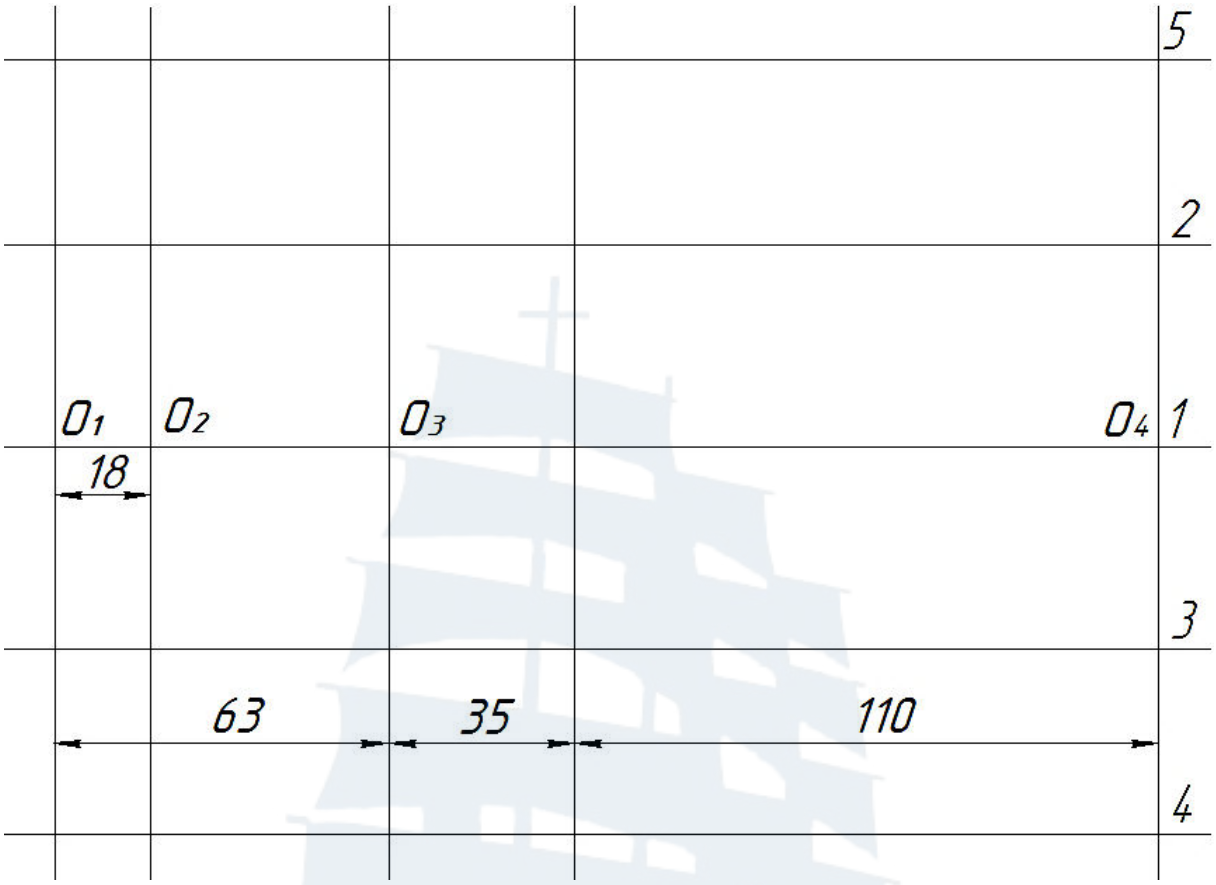

Рис. 121
2. Начертить вспомогательные вертикальные прямые, используя команду **Сместить** или опцию **Отступ** (рис. 121).